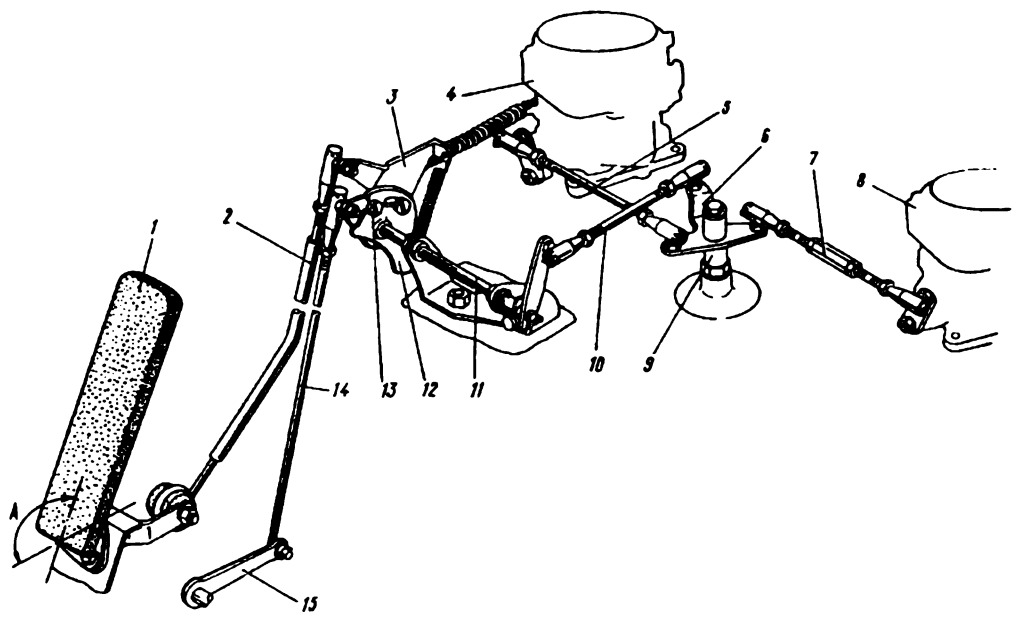

Рис. 46. Привод дроссельных заслонок:
3. Отсоедините тягу *7* (рис. 46) привода правого карбюратора от рычага дроссельных заслонок карбюратора.
5. Отрегулируйте длину тяги *5* (см. рис. 46) привода левого карбюратора с помощью резьбовых наконечников на размер 142±1 мм.
13. Установите педаль *1* (см. рис. 46) привода дроссельных заслонок под углом 105±1° к плоскости пола и отрегулируйте длину вертикальной тяги *2* так, чтобы соединить ее в верхней части с рычагом *3* привода.